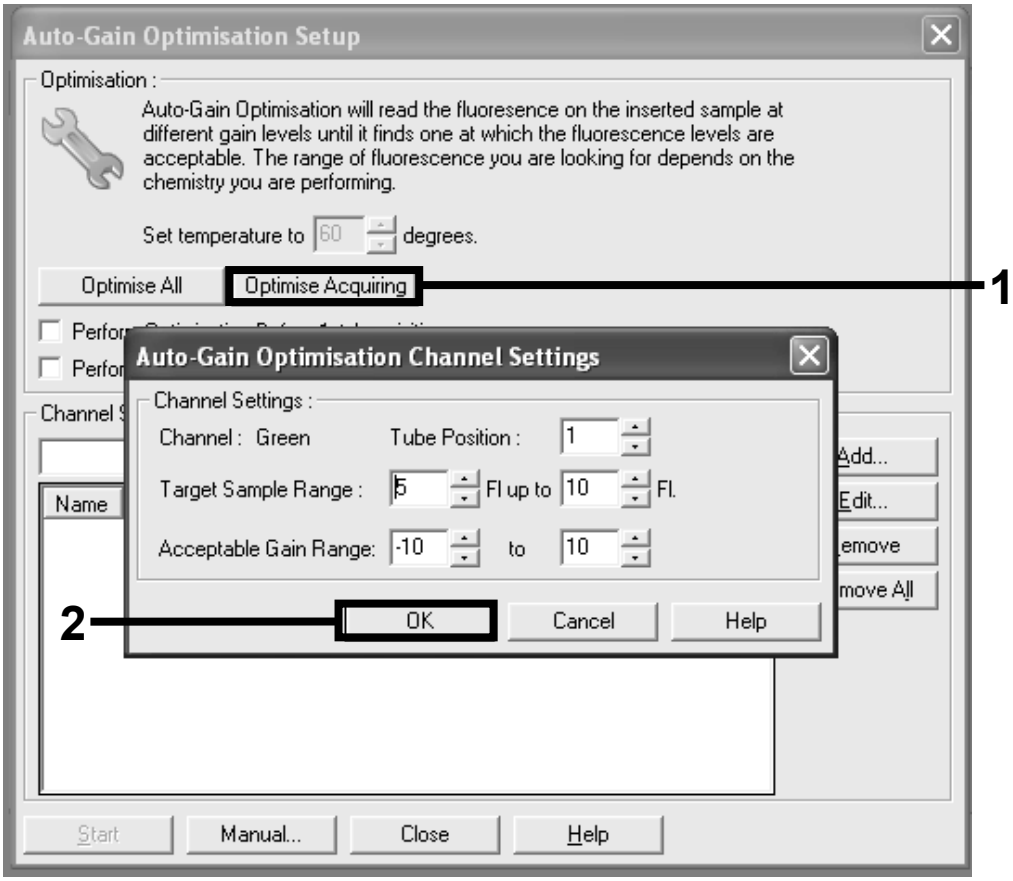

Figure 11. Auto-gain optimization for the green channel.
18. **Click the "Optimise Acquiring" button. Channel settings are then displayed for each channel. Accept these default values by clicking "OK" for both channels (Figure 11).**